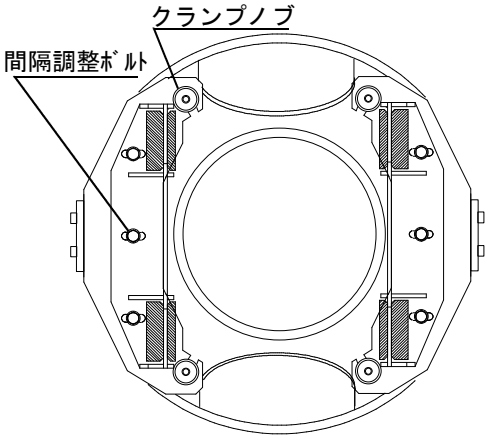

図３．反力受版
①反力板の間隔調整ボルトを緩め最大に開いておきます。（図３）
（注．調整範囲は付図３参照）